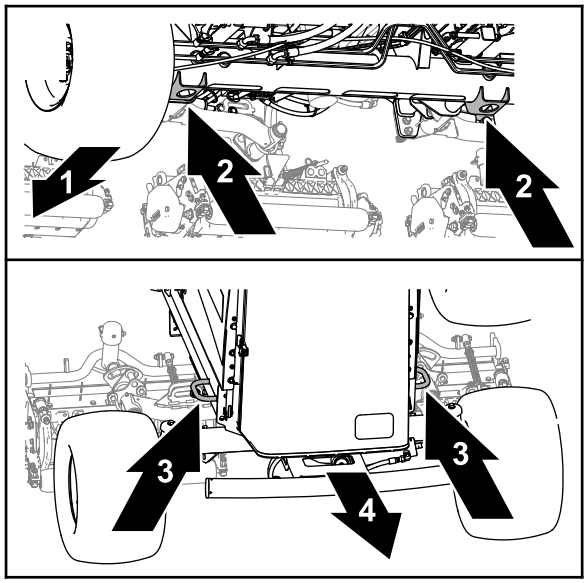

Figur 94
- Front – hullet i donkraftbeslagene på forakselrøret (Figur 94).